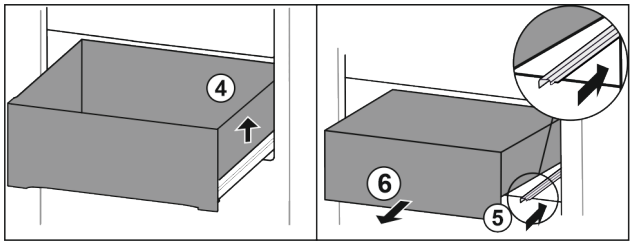

Fig. 160
- ▶ Ridicați sertarul din dreapta. *Fig. 160 (4)*
- ▶ Inserați șina din dreapta. *Fig. 160 (5)*
- ▶ Extrageți sertarul spre înainte. *Fig. 160 (6)*